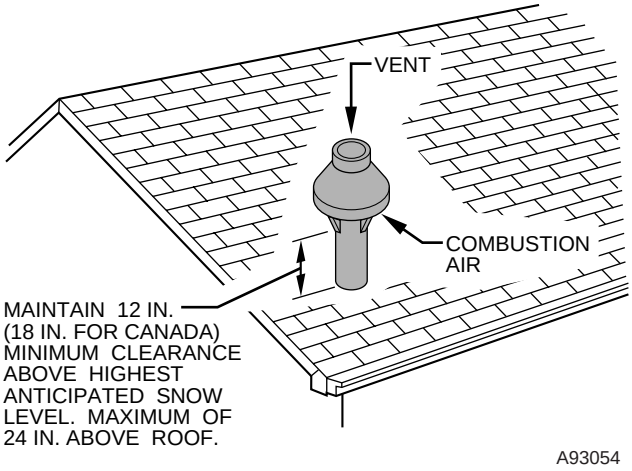

**Fig. 38—Concentric Vent and Combustion-Air Roof Termination (Preferred)**
**Roof terminations**-Locate assembly through roof to appropriate height as shown in Fig. 38.
6. Check required dimensions as shown in Fig. 38 or 39.